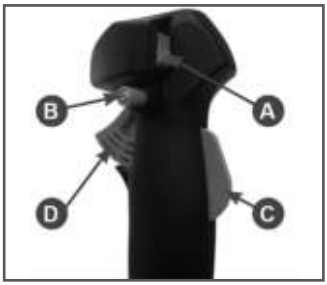
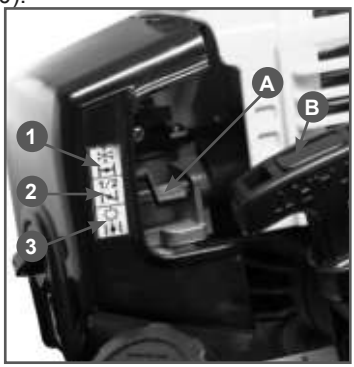

Рис. 9 Рукоятка управления
Рис. 10 Рычаг воздушной заслонки
4. Установите выключатель A в положение «I» (Рис. 9).
5. Нажмите одновременно на стопорный рычаг C и рычаг газа D. Зафиксируйте рычаг газа в нажатом состоянии кнопкой B (Рис. 9).
6. Установите рычаг воздушной заслонки (A) в верхнее положение 3 (Рис. 10).
7. Проверните коленчатый вал двигателя ручным стартером с помощью ручки B (Рис. 10) до тех пор, пока не почувствуете сопротивление, затем медленно опустите ручку стартера вниз. Снова медленно потяните за ручку стартера, пока не почувствуете, что стартер вошел в зацепление с маховиком, после чего, резко и с усилием потяните за ручку стартера и запустите двигатель. Двигатель запускается только на короткое время и сразу глохнет. При необходимости повторите. После запуска двигателя медленно и плавно верните ручку стартера на место.
8. После первой вспышки переведите рычаг воздушной заслонки в среднее положение 2 (Рис. 10). Проверните коленчатый вал двигателя ручным стартером до тех пор, пока не почувствуете сопротивление, затем медленно опустите ручку стартера вниз. Снова медленно потяните за ручку стартера, пока не почувствуете, что стартер вошел в зацепление с маховиком, после чего, резко и с усилием потяните за ручку стартера. Повторите это действие 1-3 раза, двигатель должен запуститься.
9. После запуска переведите рычаг газа в режим холостого хода. Для этого необходимо быстро нажать и отпустить рычаг газа D (кнопка блокировки B при этом освободится) (Рис. 9). Прогрейте двигатель в течение 30 секунд. Рычаг воздушной заслонки при этом находится в положении 2, затем переведите рычаг заслонки в положение 1 (Рис. 10).
4. Переверните устройство свечным отверстием вниз и зафиксировав рычаг газа в нажатом состоянии кнопкой B (Рис. 9), несколько раз сильно и часто дерните за ручку стартера для удаления лишнего топлива из цилиндра.
2. Дайте двигателю поработать без нагрузки в течение 15-20 секунд, затем заглушите двигатель, установив выключатель зажигания А (Рис. 9) в положение «О» (ВЫКЛЮЧЕНО).